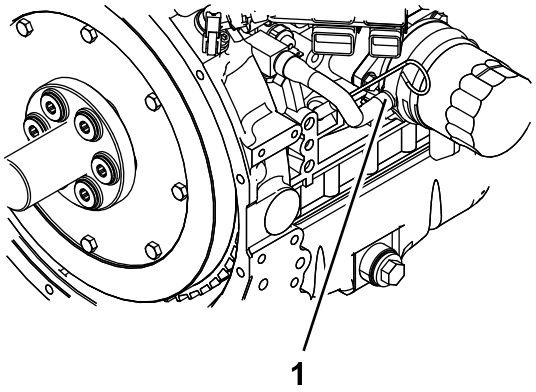

Figura 53
6. Retire o tubo do líquido de arrefecimento de óleo e drene-o a partir do bloco do motor (Figura 53).